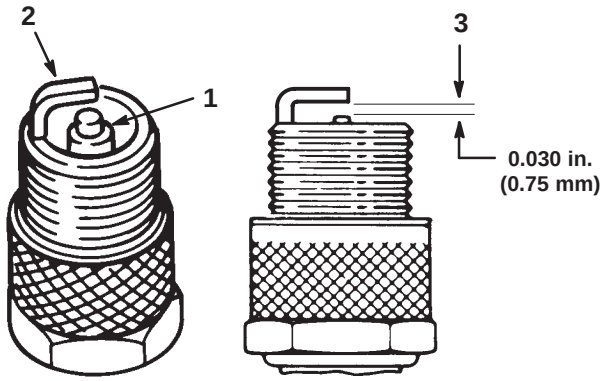

Figure 32
1. Look at the center of the spark plugs (Fig. 32). If you see light brown or gray on the insulator, the engine is operating properly. A black coating on the insulator usually means that the air cleaner is dirty.
2. Check the gap between the center and side electrodes (Fig. 32). Bend the side electrode (Fig. 32) if the gap is not correct.